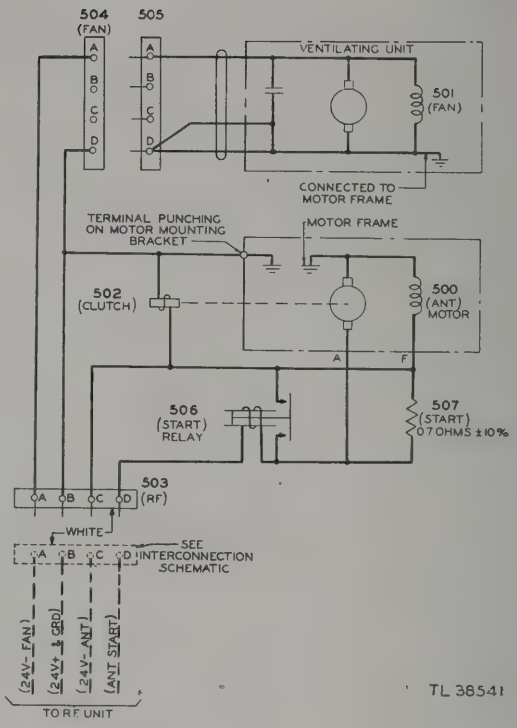

Figure 11. Antenna Drive Unit C-14/TPS-1, schematic diagram.
a. Control Circuits. The circuits of the ventilating fan and antenna drive motor are shown in figures 11 and 9. The ventilating fan is controlled by FAN switch 388 on the indicator unit. When SEARCH switch 389 is at HAND, no power is supplied to the antenna drive motor. When this switch is thrown to MOTOR, relay 386 (in the indicator unit) is operated, applying power to antenna drive motor 500 and magnetic clutch 502. The armature of antenna drive motor 500 is in series with starting resistor 507. When the motor comes up to speed, relay 506 operates and short-circuits the starting resistor.